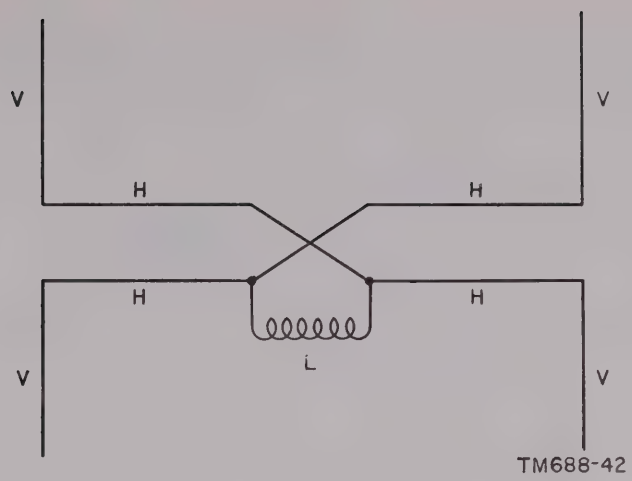

Figure 61. H Adcock antenna.
c. Polarization Errors. Direction Finder Set AN/TRD–4A is designed to find bearings on waves that travel horizontally and are vertically polarized (ground waves). This is the type of wave received when the transmitter and receiver are on the ground and the distance between the two is small. However, in practice, direction finder sets frequently encounter waves that travel downward toward the earth rather than horizontally over the surface of the earth. This type of wave, called a down-coming wave, might come from an aircraft transmitter or might be a sky wave reflected from the ionosphere. The down-coming wave may display complex and changing polarization characteristics rather than the ideal vertical polarization for which the direction finder set is intended. A horizontally polarized component has no effect on vertical conductors (sides of the loop), but it will induce voltages in horizontal conductors (top and bottom of the loop). If the wave that contains horizontally polarized components travels exactly horizontal, the voltages induced in the top and bottom of the loop will cancel as the voltages induced in the sides canceled as explained in *b*(1) above. However, when a wave that contains a horizontally polarized component is down-coming, the voltages induced in the top and bottom of the loop will not cancel. The voltages induced in the top and bottom of the loop by the horizontally polarized component of the wave combine with the voltages induced in the sides by the vertically polarized component of the wave to produce bearing errors up to 90°. The loop antenna always produces unreliable bearings on a down-coming wave that contains a horizontally polarized component.
(2) *H Adcock antenna* (fig. 61). The H Adcock antenna consists of spaced vertical dipoles, which are differentially connected to coil L. If the spacing between the dipoles is small compared to a wave length, the H Adcock antenna has a response pattern almost identical to the figure-eight response pattern produced by the loop antenna. The horizontal transmission line that connects the two dipoles is carefully balanced and shielded to prevent pickup of the horizontally polarized component of the wave. The vertical dipoles do not respond to the horizontally polarized component. Therefore, the H Adcock antenna minimizes polarization errors.